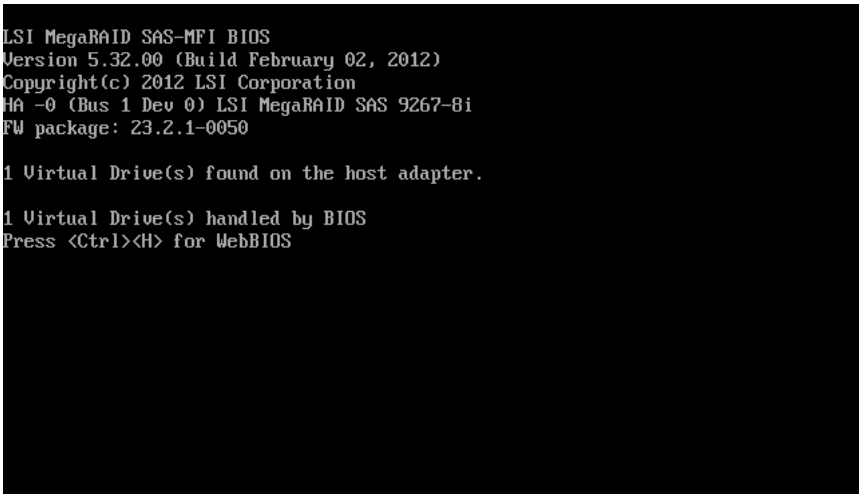

Figure B.1.4-11 Console window 1
(a-3) Log out by clicking [Logout] button on the upper right of the window. The Console window shown in Figure B.1.4-11 will be displayed, and make sure not to close this window.
(9) Confirm that the Console window as shown in Figure B.1.4-11 is displayed.